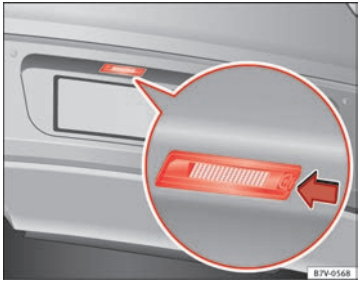

Fig. 198 In the rear bumper: number plate light
1. Press the number plate light in the direction of the arrow ⇒ Fig. 198.